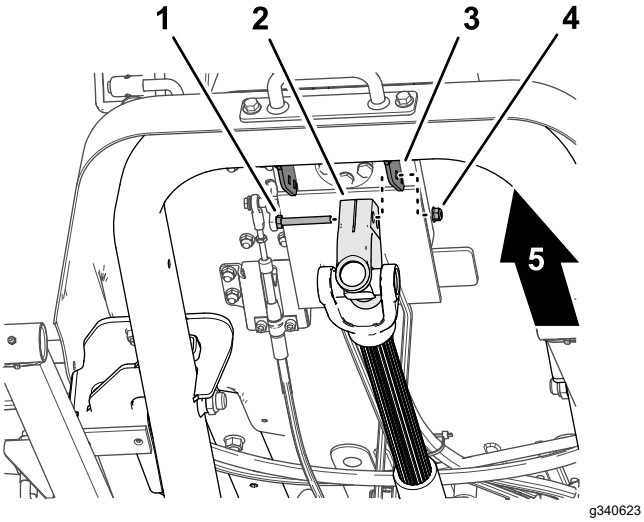

Figure 17
1. Soutenez l'arbre d'entraînement, puis retirez la vis et le contre-écrou qui fixent la chape de l'arbre sur le support de fixation du distributeur de direction (Figure 17), et abaissez l'arbre avec précaution.